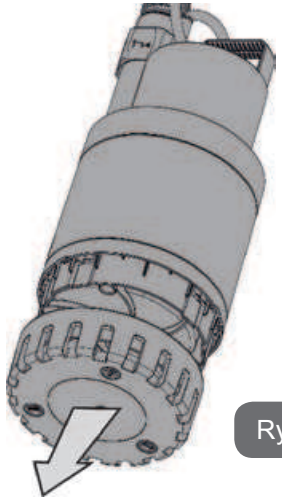

Rys. 11
- Usunąć siatkę ssącą (rys.11)
• Wymontować dno (rys.11).